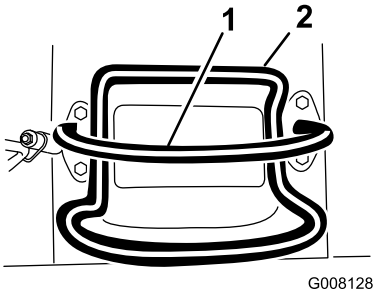

Figuur 5
- Om te stoppen, laat u de tractiebediening los (Figuur 5).